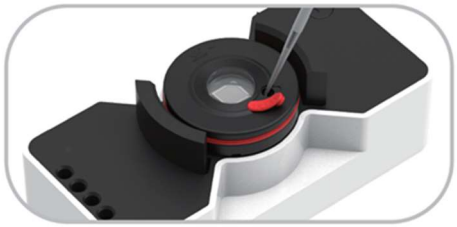

Figure 9. Dr. PCR Cartridge inlet location
5) Open the red rubber at the cartridge inlet. Inject the sample to test into the cartridge (Figure 9 for injection hole location) using a disposable pipette and close the red rubber.